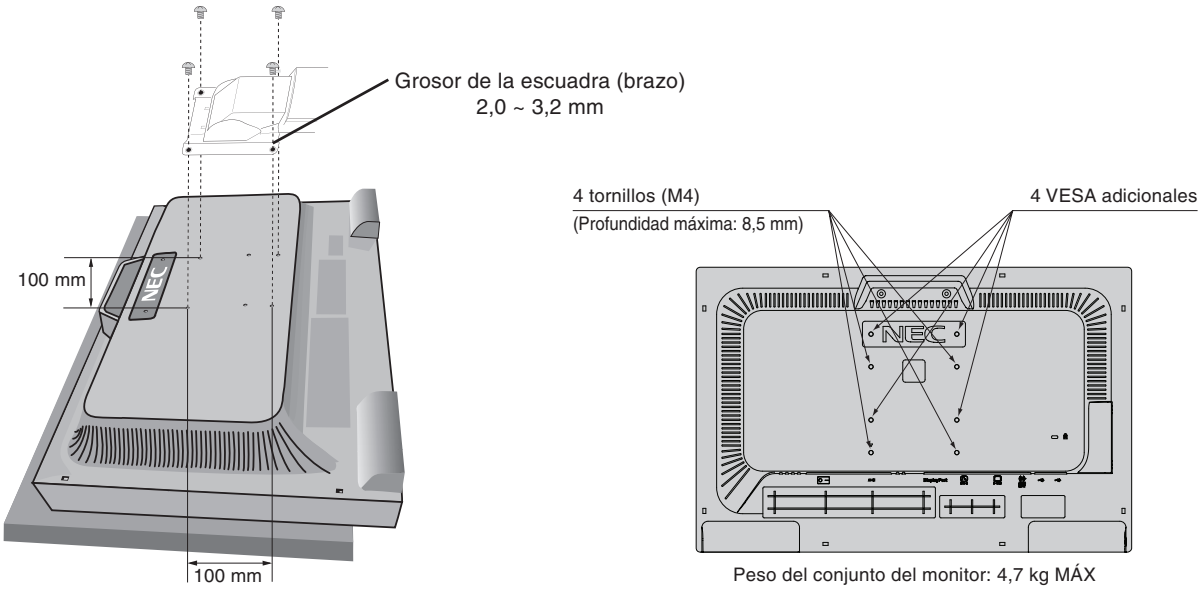

Figura F.1
2. Acople el brazo al monitor con los 4 tornillos que han quedado al retirar el soporte (**figura F.1**).